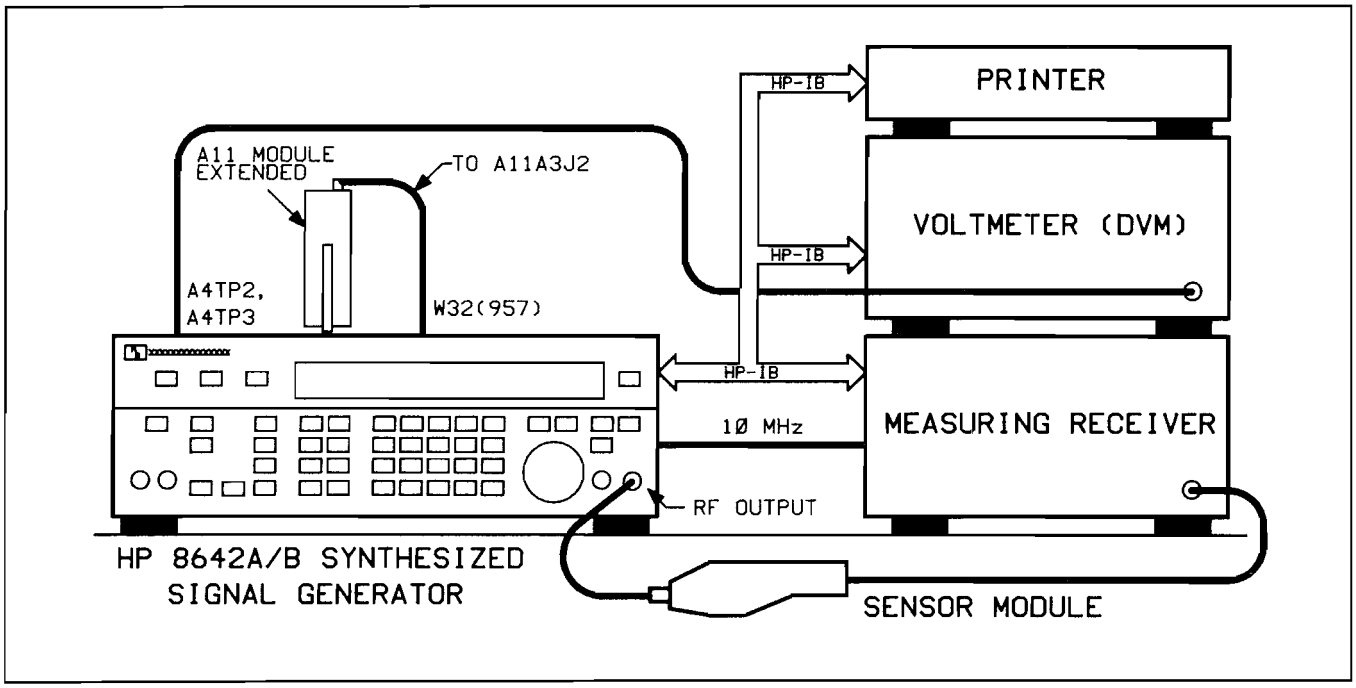

Figure 8N–12. *Set-up 2*
11. When **"WAITING FOR SET-UP 2 .V25"** appears: (Refer to Figure 8N–12.)